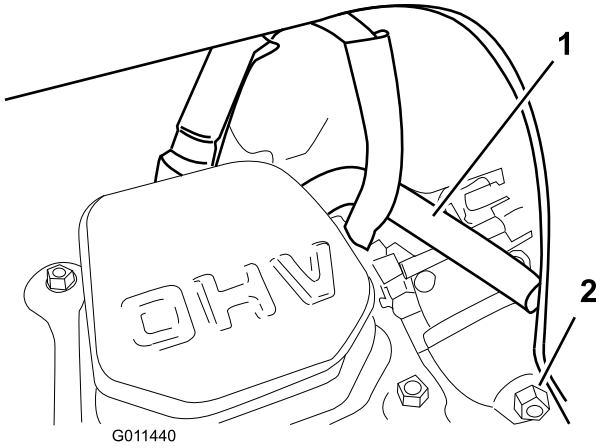

Figur 36
Merk: Påse at ventilatorslangen ligger riktig rundt tennpluggledningen, som vist på Figur 36.
6. Tapp drivstoffet i forgasseren gjennom forgasserens tappeskrue (Figur 36) og opp i en godkjent bensinbeholder.